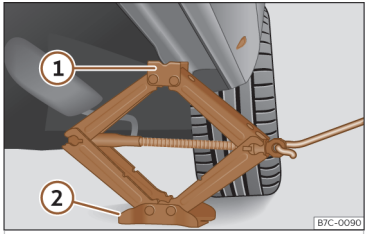

Abb. 237 Längsholm: Wagenheber ansetzen.
- Drehen Sie die Kurbel des unter dem Aufnahmepunkt des Längsträgers befindlichen Wagenhebers, bis sich die Nase ① ››› **(Abb. 237)** unter der vorgesehenen Einführung befindet.
- Richten Sie den Wagenheber so aus, dass sein Aufnahmehorn ① in die dafür vorgesehene Aufnahme am Längsträger „greift“ und die bewegliche Grundplatte ② plan auf dem Boden aufliegt. Die Bodenplatte ② muss sich dabei senkrecht unter dem Aufnahmepunkt ① befinden.